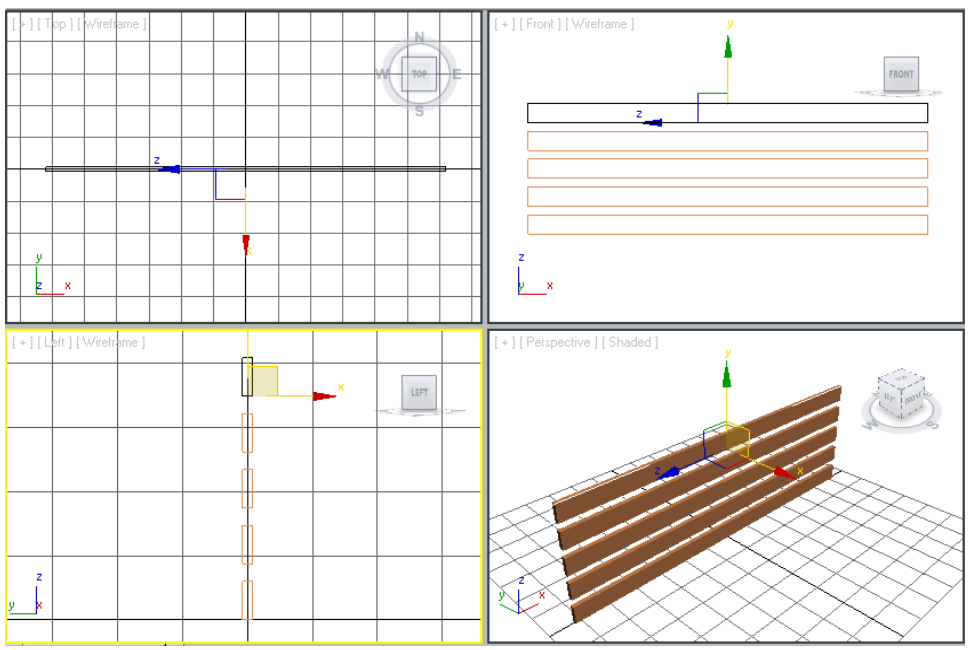

Figure 3-37 *Horizontal back supports in all viewports*
8. Invoke the **Zoom Extents All** tool from the viewport navigation controls; the horizontal back supports are displayed in all viewports, as shown in Figure 3-37.